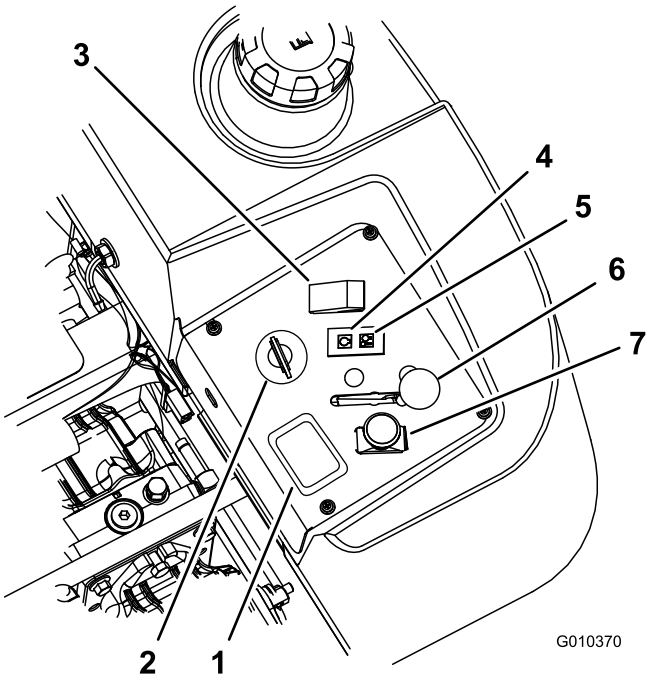

**Figuur 12**
4. Schakel de aftakas uit (Figuur 12).